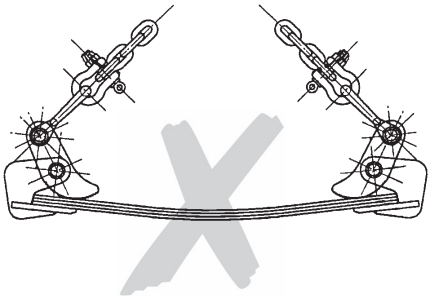

Fig. 2
- Il est interdit de transporter des tôles ou des lots de tôles soumis à une forte déflexion lors du transport. Elles risqueraient de glisser hors de la pince (Fig. 2).